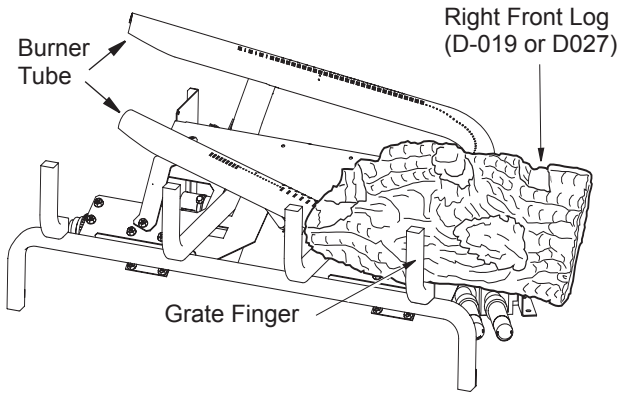

Figure 18 - Installing Right Front Log
1. Find the right front log (LMF30GTA/B or LMF30MOA/B models: D-019, LMF36GTA/B or LMF36MOA/B models: D-027). See ***Figures 18***, ***18A, 18B, and 18C*** for reference. The log has a rectangular shape on the bottom that fits against the lip on the black metal base, the square grate, and the round tube burner. Slide the log in place as shown in Figures.